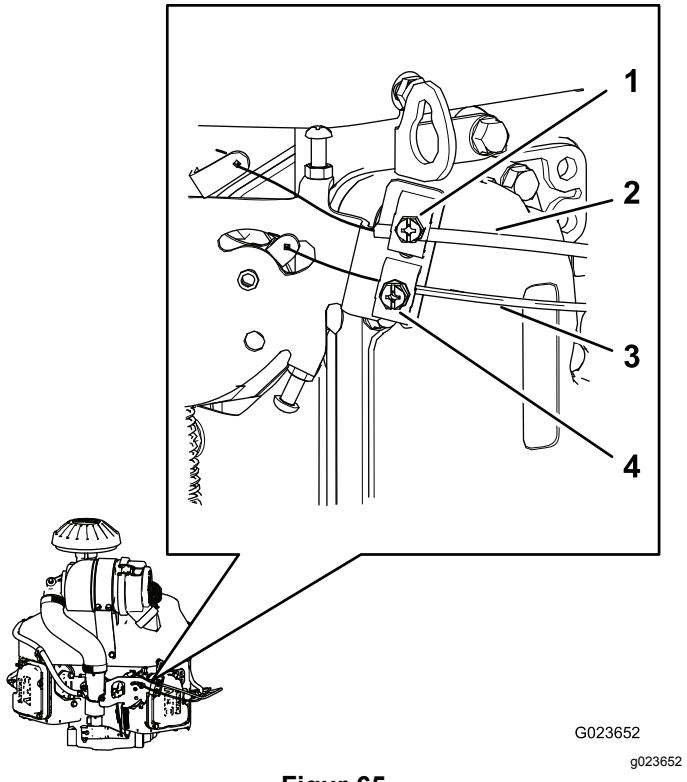

Figur 65
2. Lossa klämskruven som fäster gasvajerns hölje vid motorn (Figur 65).
4. Dra upp gasvajerns hölje (Figur 65) tills gasvajern är nästan helt spänd och dra åt klämskruven.
2. Lossa klämskruven som fäster chokevajerns hölje vid motorn (Figur 65).
5. Dra upp chokevajerns hölje (Figur 65) tills chokevajern är nästan helt spänd och dra åt klämskruven.